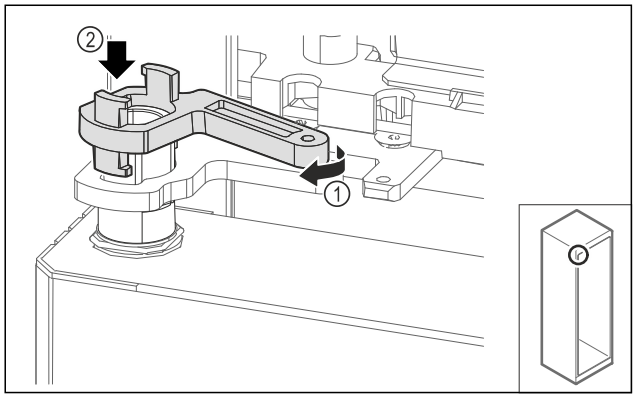

Fig. 58
▶ Rotiți ușor închizătorul de blocare al suportului de lagăr *Fig. 58 (1)* și așezați-l pe manșon *Fig. 58 (2)*.